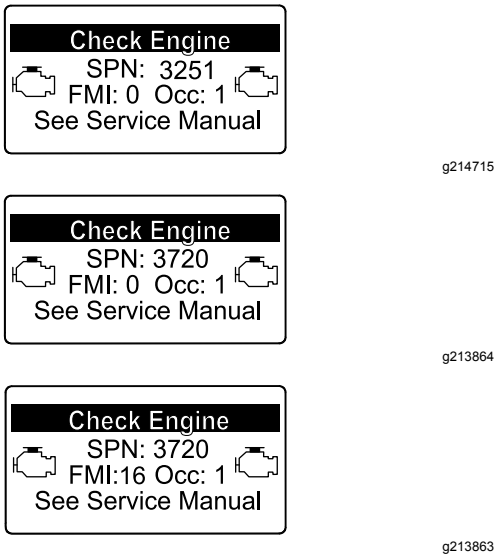

Figur 77
- Om motorfel CHECK ENGINE SPN 3251 FMI 0 (Kontrollera motor), CHECK ENGINE SPN 3720 FMI 0 (Kontrollera motor) eller CHECK ENGINE SPN 3720 FMI 16 (Kontrollera motor) visas i InfoCenter (Figur 77) ska du rengöra sotfiltret genom att följa stegen nedan: